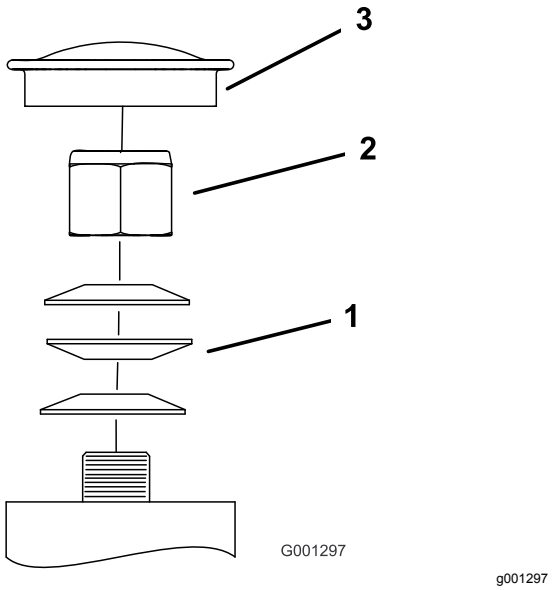

Rysunek 58
3. Zdejmij pokrywkę przeciwpyłową z koła samonastawnego i dokręć przeciwnakrętkę (Rysunek 58).
4. Aby poprawnie ustawić wstępne obciążenie łożysk, dokręcaj nakrętkę do momentu, aż podkładki sprężyste będą płaskie, następnie odkręć o ¼ obrotu (Rysunek 58).
Ważne: **Upewnij się, że podkładki sprężyste są poprawnie założone, jak zostało to pokazane na Rysunek 58.**
5. Dokręcić pokrywkę przeciwpyłową (Rysunek 58).